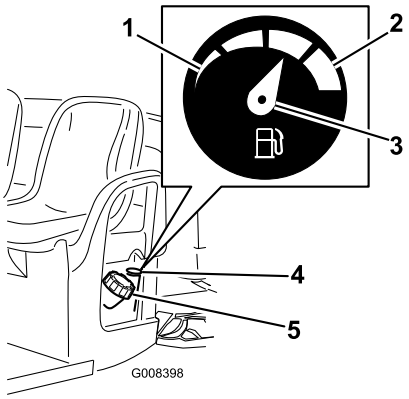

Figuur 12
2. Maak de omgeving van de dop van de brandstoftank schoon (Figuur 12).